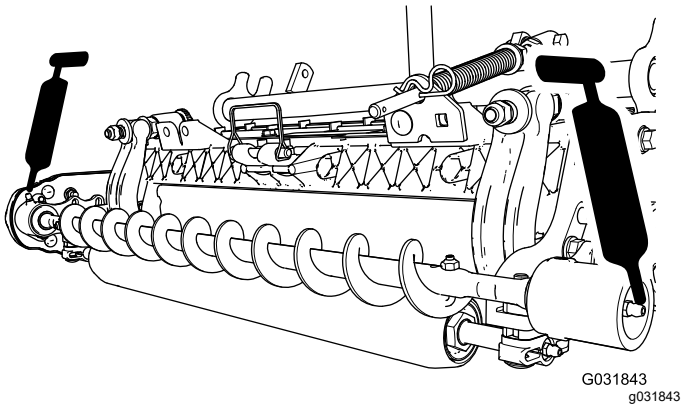

図 20
3. 左右のローラブラシベアリングハウジングのグリス注入部から、No.2リチウム系汎用グリスを注入する図 20。はみ出したグリスはふき取る。特にエクスクルーダ・シールの周囲に残さないこと。